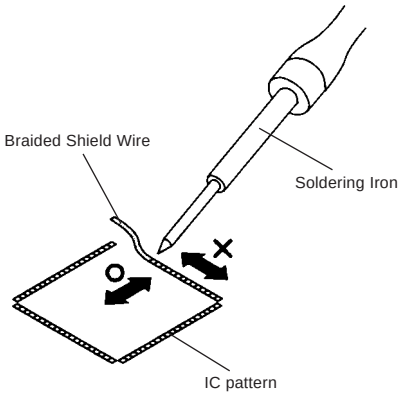

Fig. 3-4
5. Absorb the solder left on the pattern using the Braided Shield Wire. **(Refer to Fig. 3-4.)**